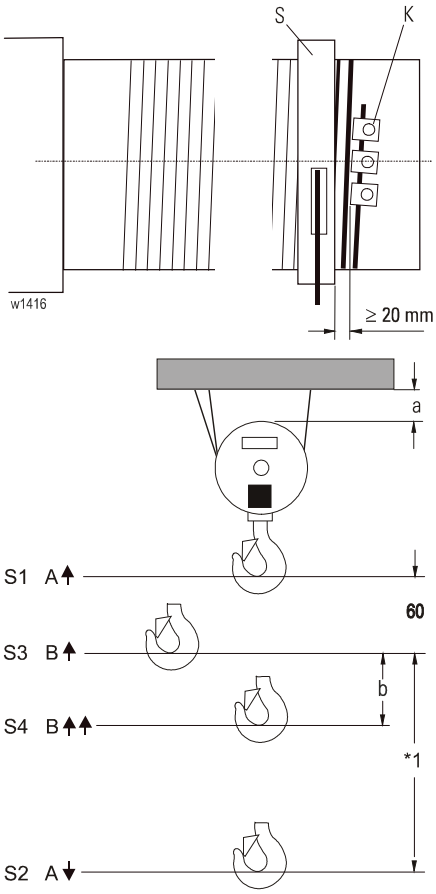

Рис. 80.
6. Минимальное расстояние между направляющим кольцом каната (S) и зажимами (K) для закрепления каната = 20 мм, см. Рис. 80., по ситуации отрегулируйте концевой выключатель хода заново, см. стр. 72.